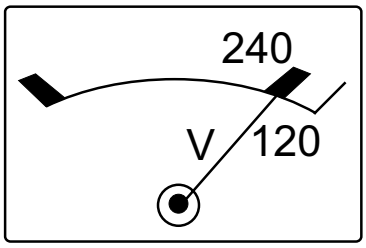

Figure 44. Voltmeter 120/240
5. Also verify that the AC voltmeter is registering a voltage reading as indicated by Figure 44.